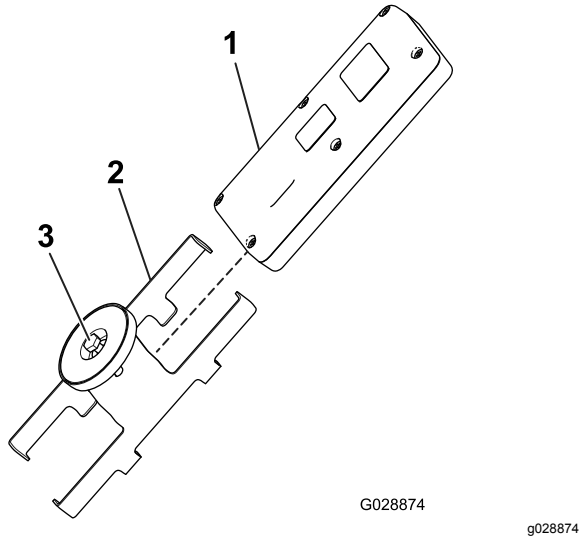

Figuur 45
1. Zet de bout in de magneet op de magnetische beugel van de afstandsbediening los (Figuur 45).
2. Schuif de kanten van de beugel uit elkaar en verwijder de afstandsbediening (Figuur 45).
8. Monteer de afstandsbediening in de magnetische beugel van de afstandsbediening, schuif de helften samen om de afstandsbediening te bevestigen en draai de bout in de magneet vast (Figuur 45).